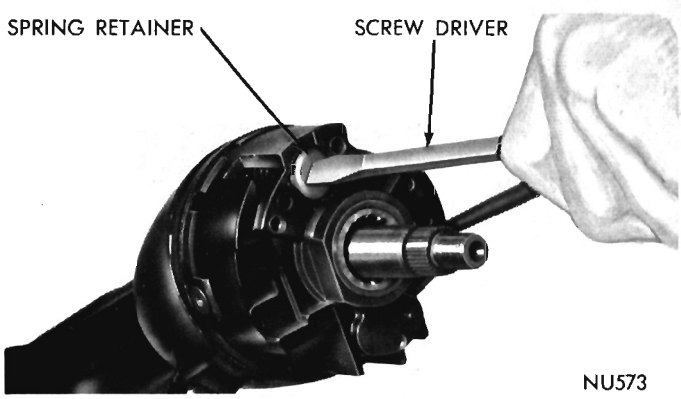

Fig. 8—Removing or Installing Tilt Spring
(9) Install tilt lever in actuator and tilt to maximum "up" position to relieve spring tension. Remove tilt spring retainer using a screw driver (Fig. 8). Press in on retainer, turn clockwise until ears align with